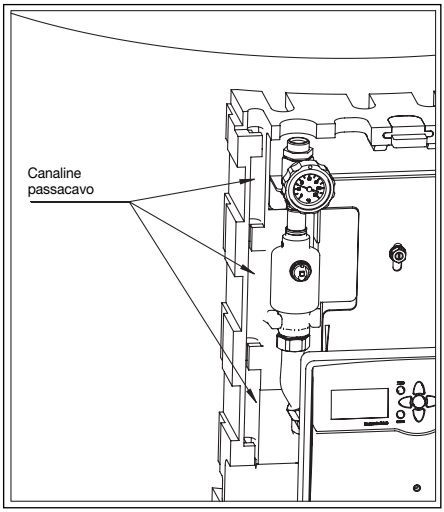

Fig. 22 Montaggio canalina passacavo
- Posare i cavi della centralina nelle apposite canaline passacavo (fig. 22).